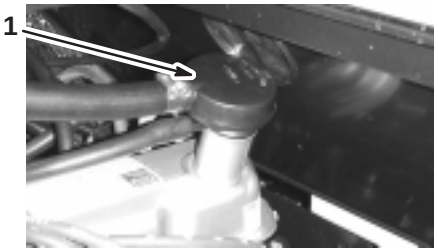

Figure 5
B. Remove the filler cap from the valve cover (Fig. 5) and pour oil into the opening until the oil level is up to the Full mark on the dipstick.